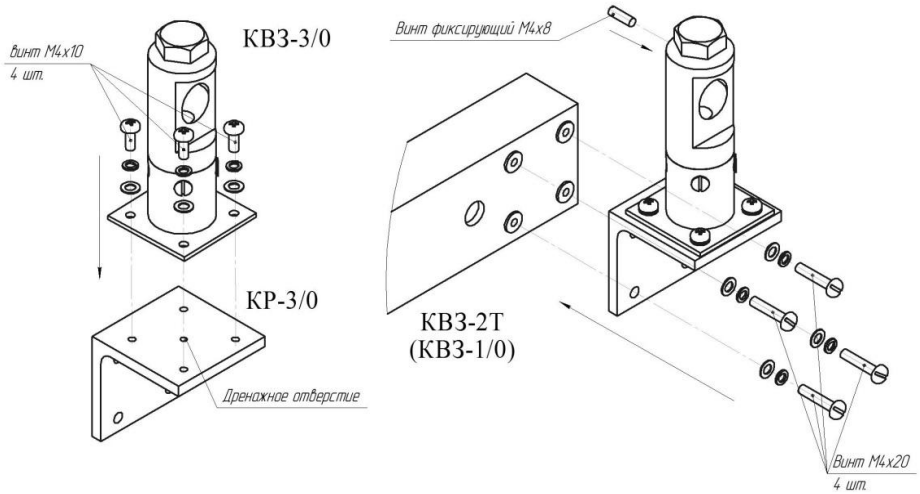

Рис. 10.2
11.2.4 Немного ослабить зажимные болты КВЗ (см. рис. 10.2) до возможности изменения угловых положений БПРД и БПРМ.